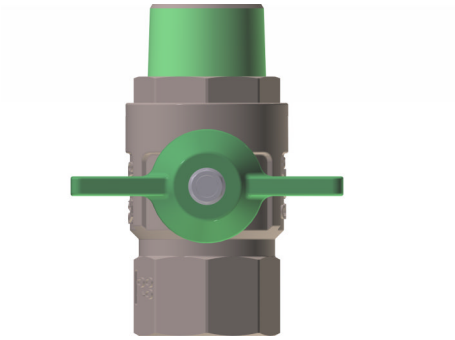

Rys. 21: Główny zawór odcinający zamknięty
- Główne zawory odcinające (Rys. 21) są zamknięte.